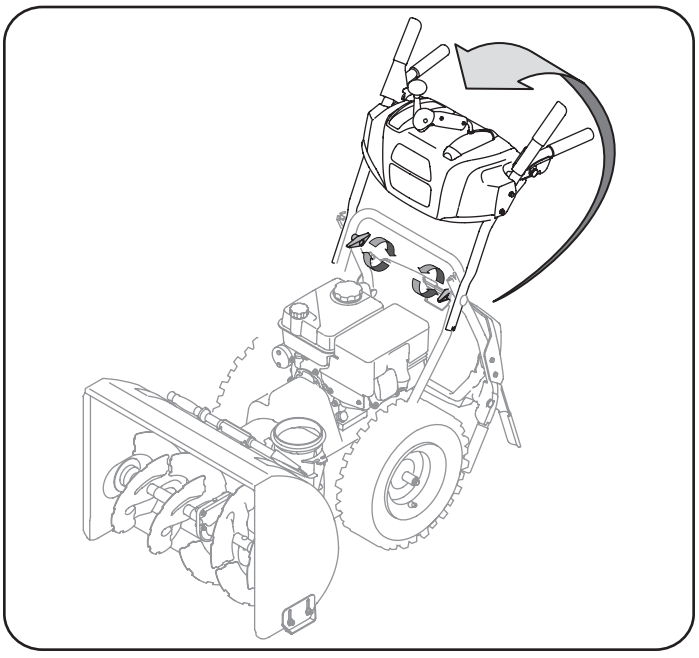

Figure 1
b. Pull up and back on upper handle as shown in Figure 1. As you are raising the handle upward, make sure that both ends of the center cable are positioned properly in the brackets. Align upper handle with the lower handle.